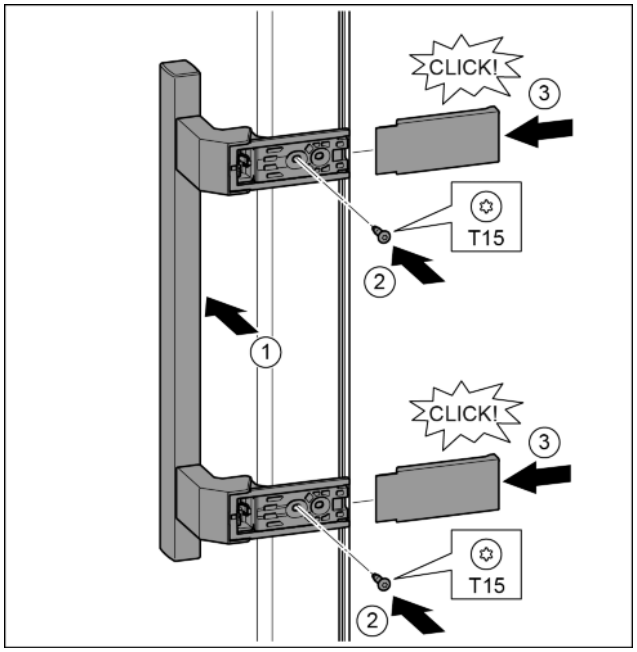

Fig. 16
- ▶ Position the handle on the other side. *Fig. 16 (1)*
- ▶ Tighten the screws with the T15 screwdriver. *Fig. 16 (2)*
- ▶ Position the covers on the side and push in. *Fig. 16 (3)*